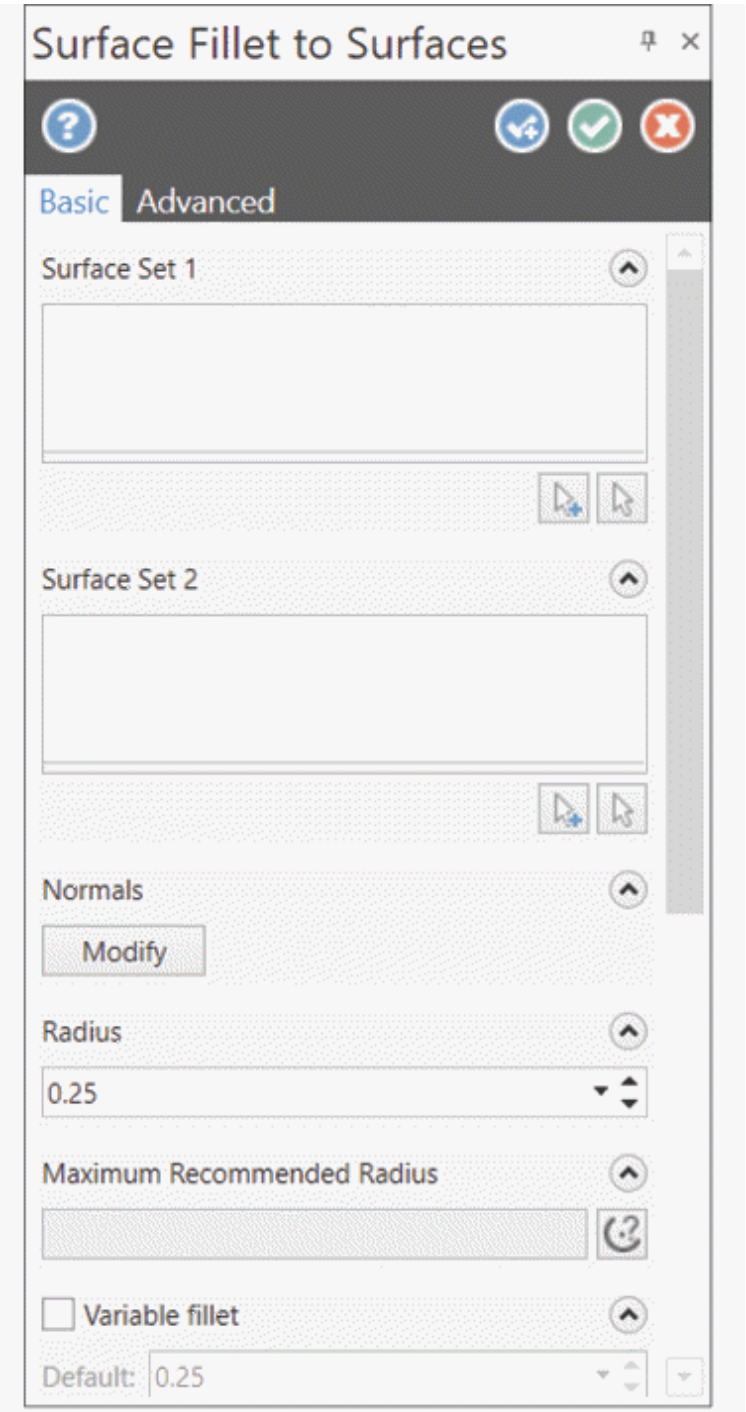

Figure-56. Surface Fillet to Surfaces Manager
- Click on the **Fillet to Surfaces** tool from the **Modify** group in the **Surfaces** tab of the **Ribbon**. The **Surface Fillet to Surfaces Manager** will be displayed; refer to Figure-56 and you will be asked to select surfaces of first set.